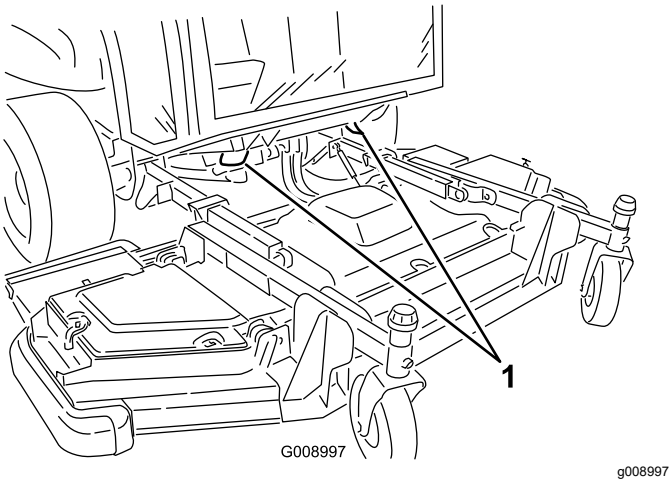

**Figuur 72**
**Vooraan de machine** – onder de voorzijde van het bestuurdersplatform (Figuur 72)